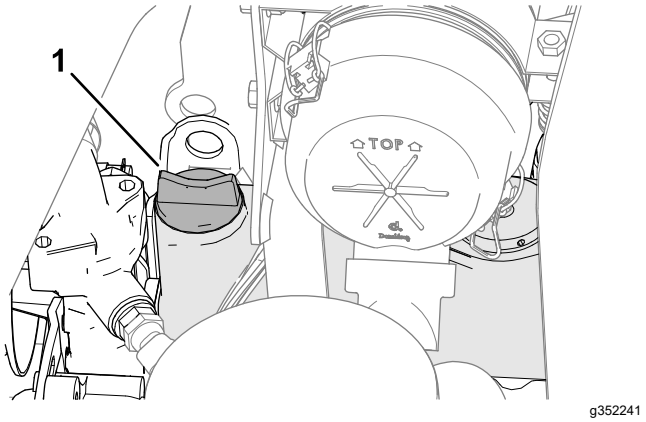

Figur 62
5. Om oljenivån är låg tar du bort oljepåfyllningslocket (Figur 62) och tillsätter gradvis små mängder olja samtidigt som du kontrollerar att nivån når FULL på oljestickan.